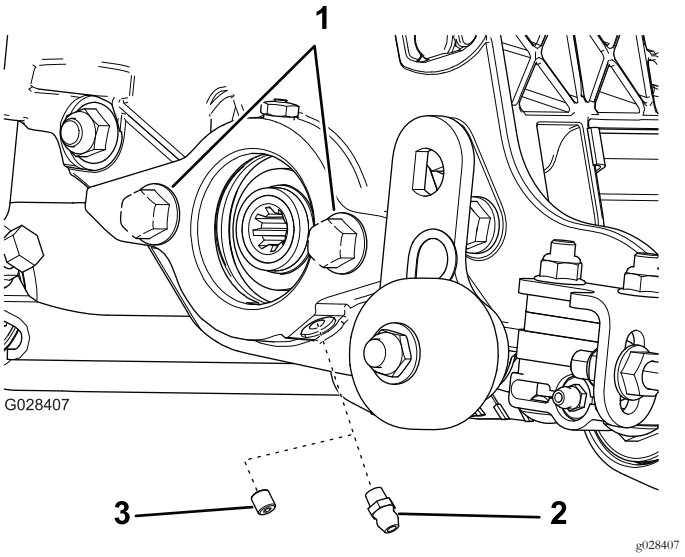

Figure 6
1. Retirez et mettez au rebut la vis de fixation sur la plaque latérale du moteur de cylindre (Figure 6).
2. Montez les graisseurs droits (Figure 6).
4. Si la plaque latérale du moteur de cylindre ne possède pas de boulons, mettez-les en place (Figure 6).